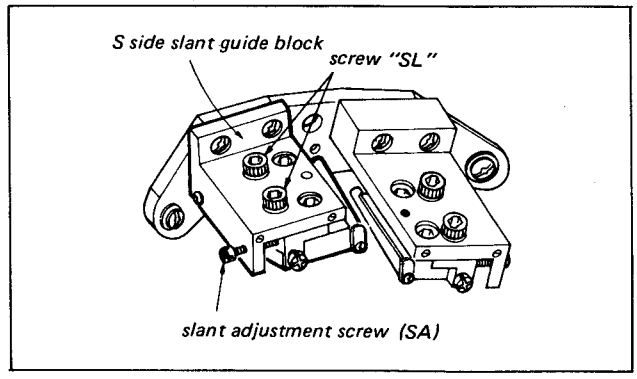

Fig. 10-9. Slant adjustment ("S" side guide block)
4. Loosen the two "SL" screws shown in Fig. 10-9, 1/2 turn.